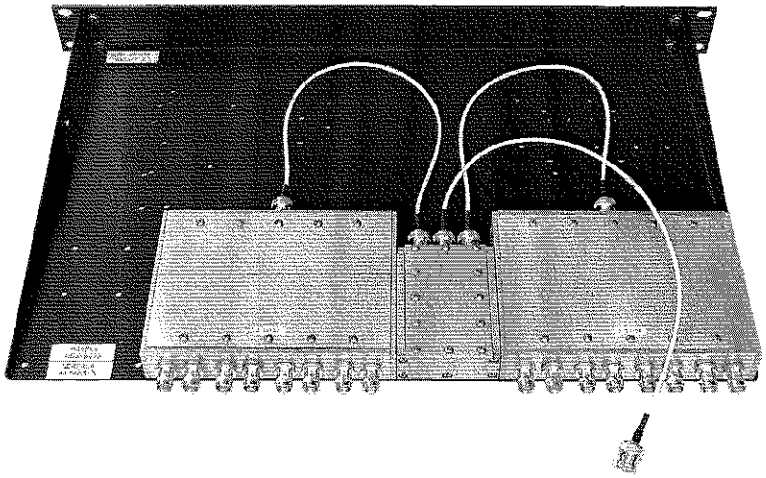

Figure 20: DDX1002A Expansion Deck with conversion kit installed.
3) Lay the deck down flat and install the three cables to the individual dividers as shown in **Figure 20**.